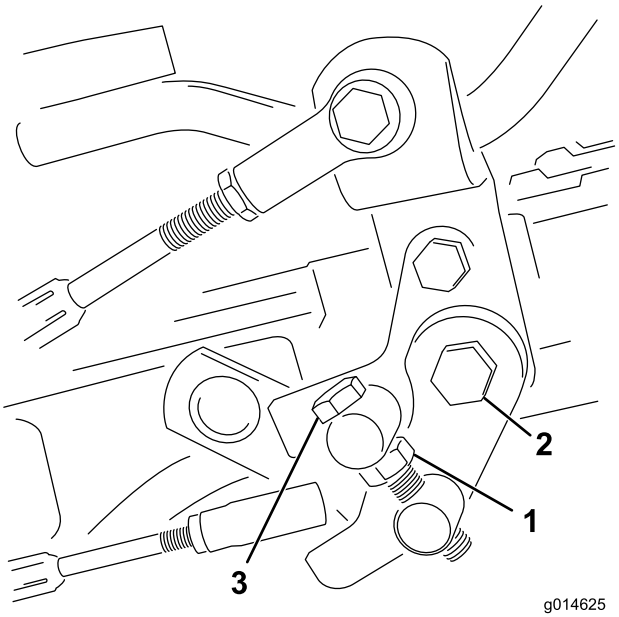

**Figur 48**
1. Lossa kontramuttern på justeringsbulten (Figur 48).
4. Dra åt kontramuttern på justeringsbulten och muttern på pedaltappen för att låsa justeringen (Figur 48). Kontrollera justeringen och ändra vid behov.